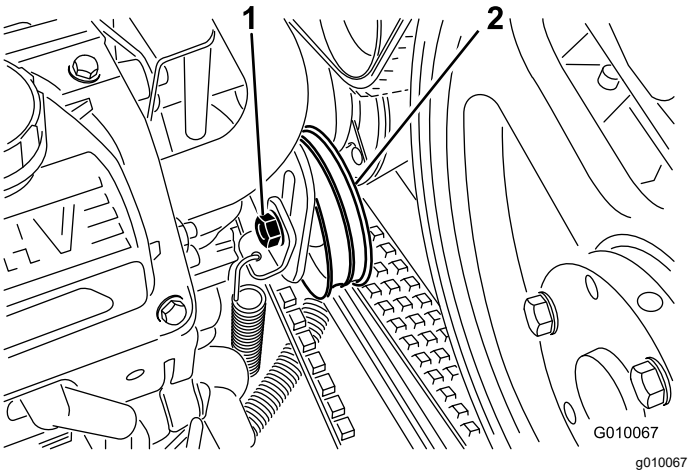

Figur 59
4. Løsn bolten i pumperemmens styreremskive præcis så meget, at bevægelse er muligt indenfor justeringsrillen (Figur 59).